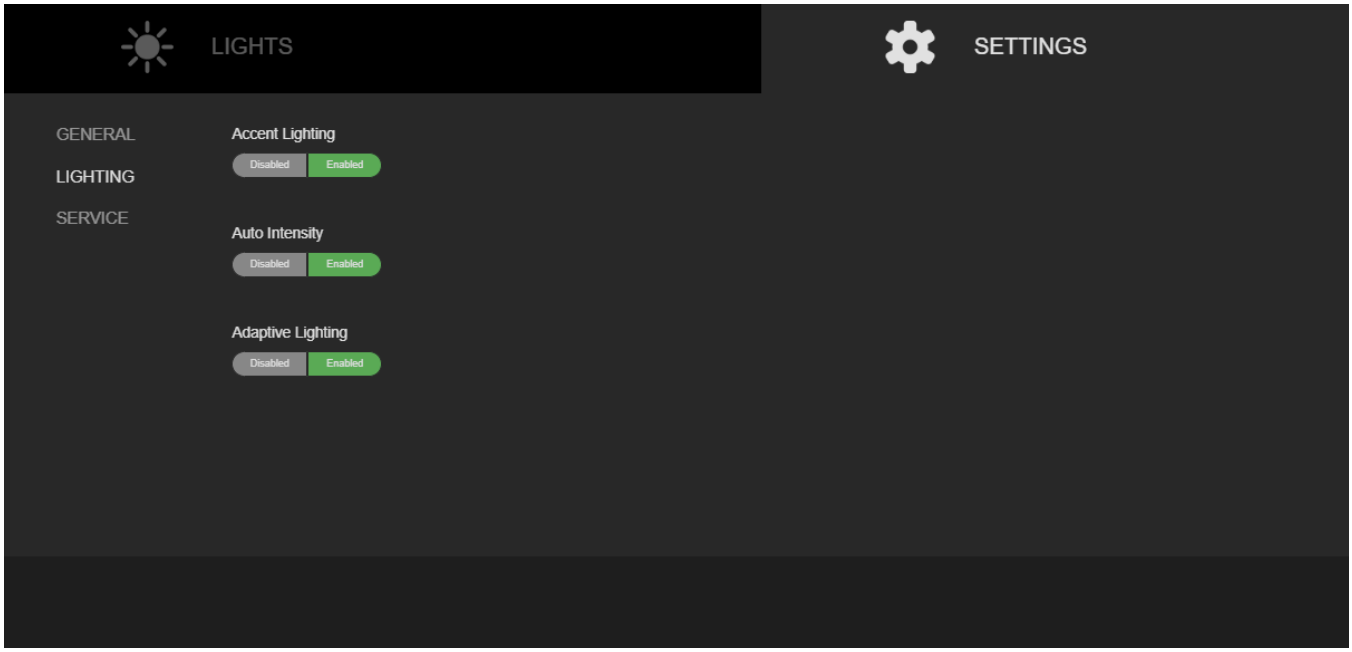

Figure 6-43. Éclairage adaptatif
1. Appuyez sur la touche Settings (Paramètres) de l'IWC. Voir *Figure 6-43*.